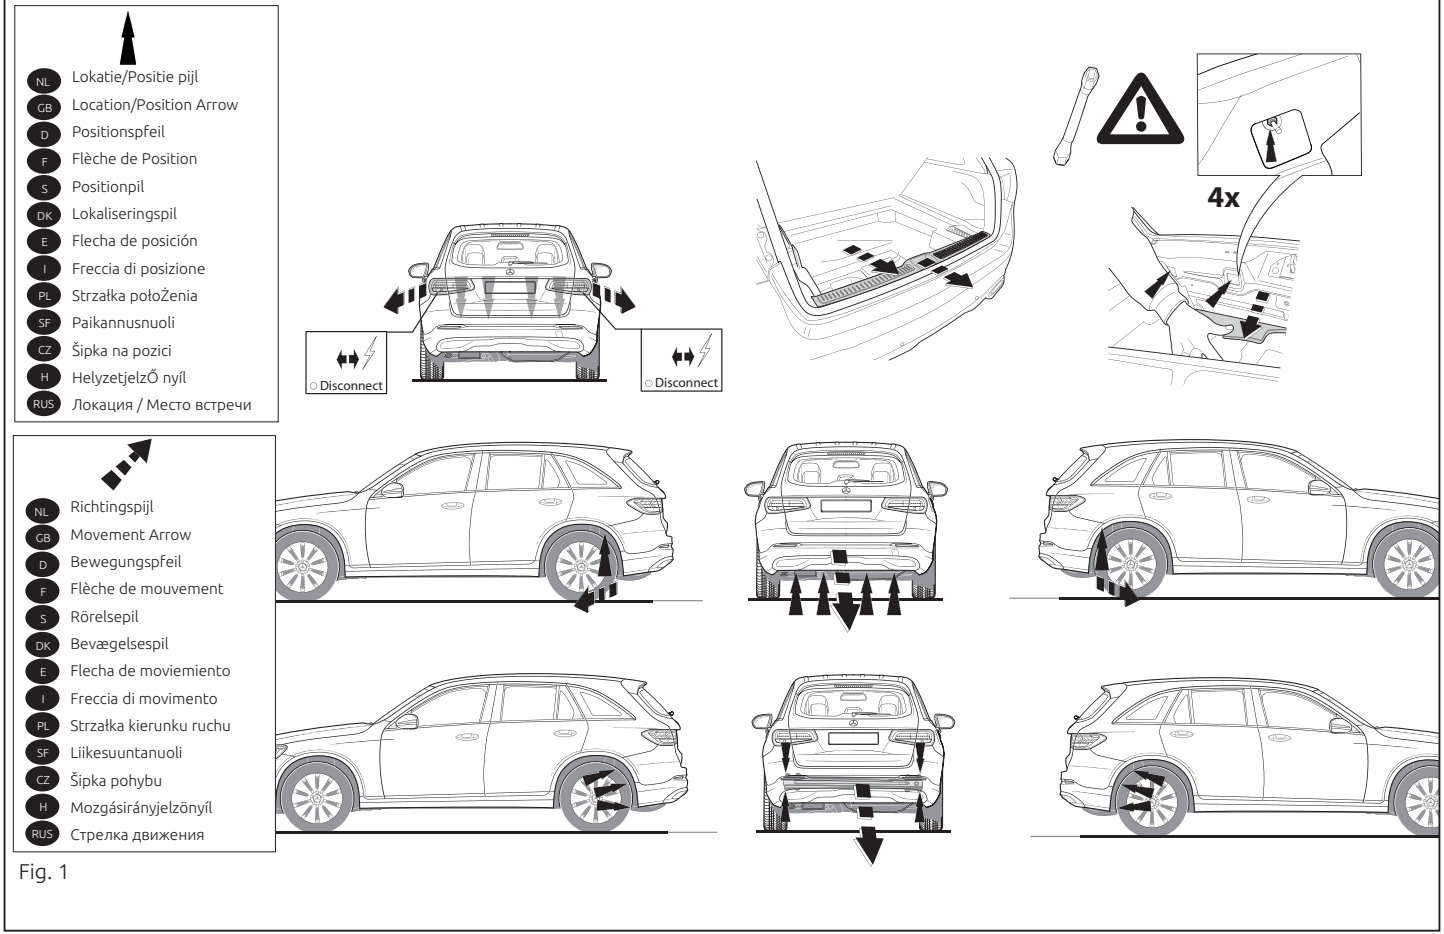

Fig. 1
1. нять оба блока задних фар. Снять бампер вместе со стальным буферным брусом автомобиля. Буферный брус больше не понадобится. См. рисунок 1.